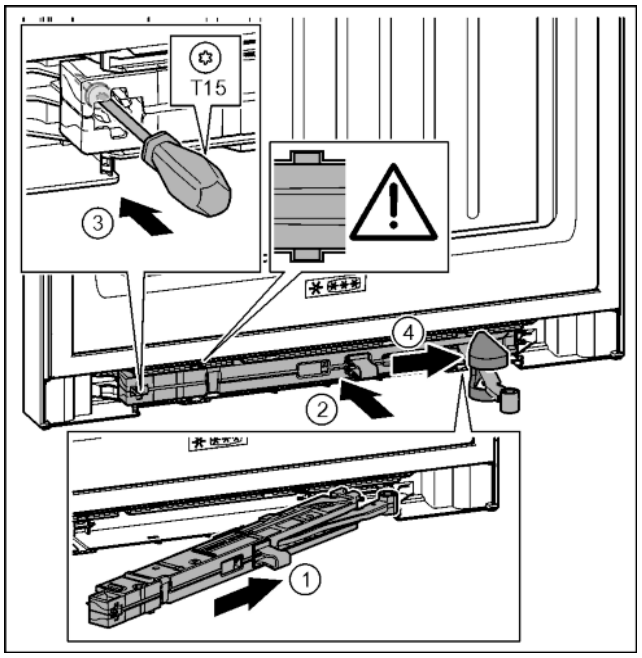

*Fig. 37*
▶ Slide the soft-stop mechanism on the bearing bracket at an angle into the gap as far as the limit stop. *Fig. 37 (1)*
▶ Slide the soft-stop mechanism fully into the gap. *Fig. 37 (2)*
▶ Tighten the screw with the T15 screwdriver. *Fig. 37 (3)*
▶ Slide the cover over the hinge. *Fig. 37 (4)*